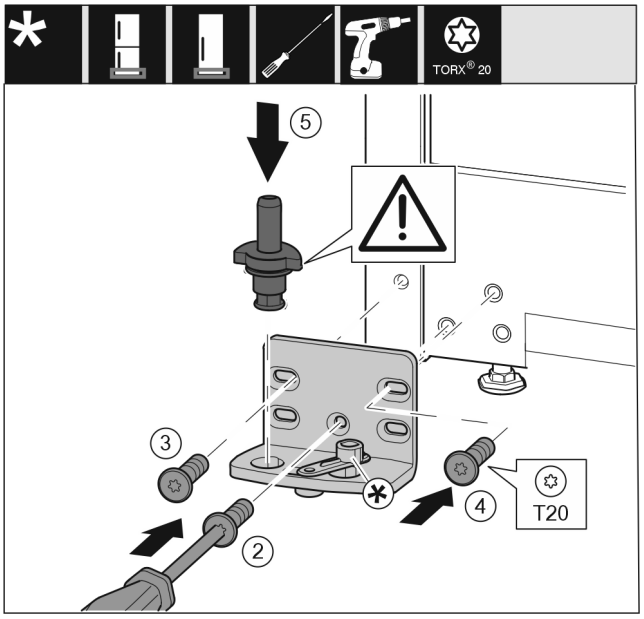

Fig. 17
- ▶ Lagerbock auf der anderen Seite ansetzen und mit Hilfe eines Schraubendrehers anschrauben. Mit der Schraube *Fig. 17 (2)* unten in der Mitte beginnen.
- ▶ Schraube *Fig. 17 (3)* und Schraube *Fig. 17 (4)* festschrauben.
- ▶ Lagerbolzen *Fig. 17 (5)* komplett einsetzen. Dabei darauf achten, dass der Rastnocken nach hinten zeigt.